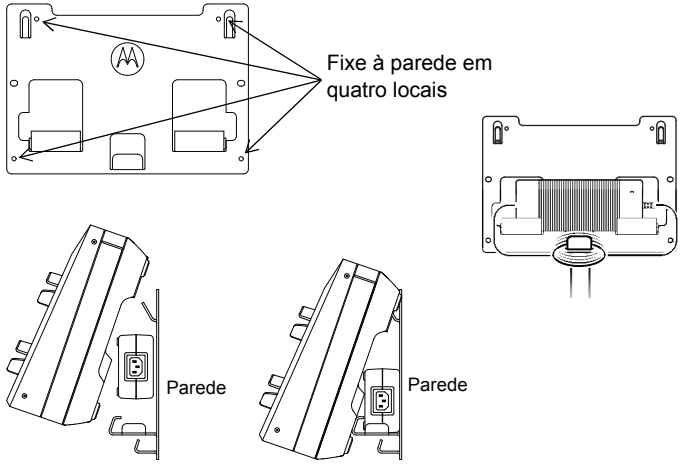

Figura 17: Instalar o Carregador para Várias Unidades no suporte de parede
4. Pendure o Carregador para Várias Unidades no suporte de parede como mostrado na Figura 17.